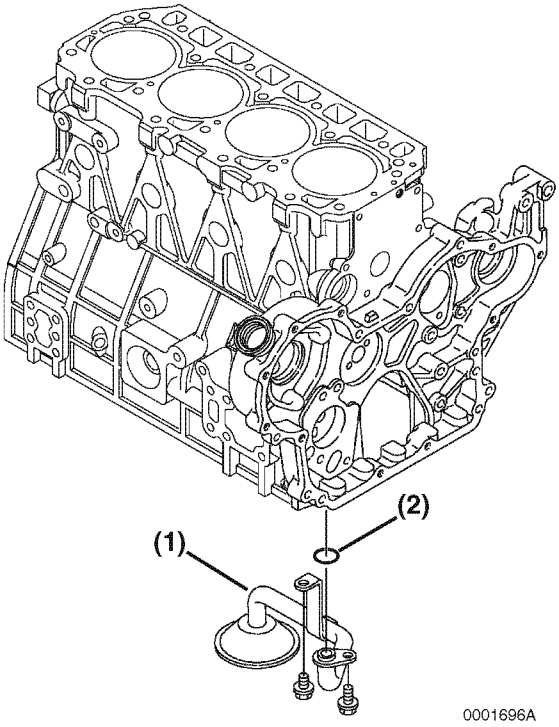

Figure 6-94
3. Remove the oil pickup tube **(Figure 6-94, (1))** and O-ring **(Figure 6-94, (2))**.